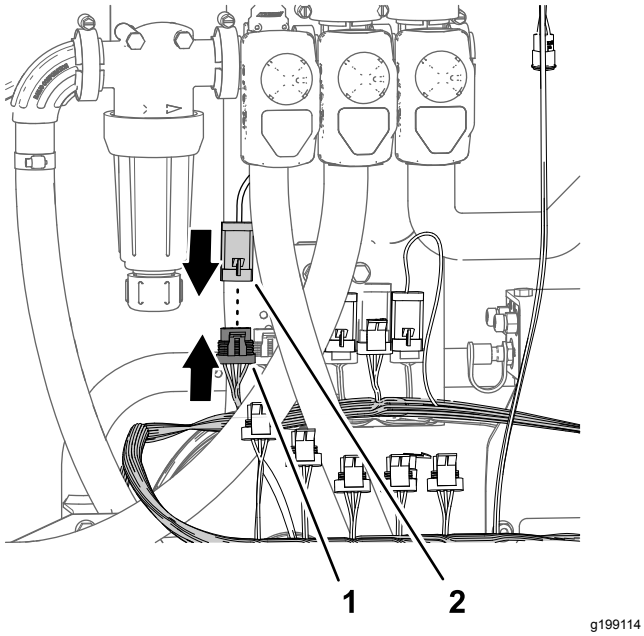

Rysunek 89
4. Podłącz złącze 4-stykowe siłownika zaworu regulacji dawki do złącza 4-stykowego gniazdowego odgałęzienia wiązki przewodów 89 cm oznaczonego ZAWÓR REGULACJI DAWKI (Rysunek 89).